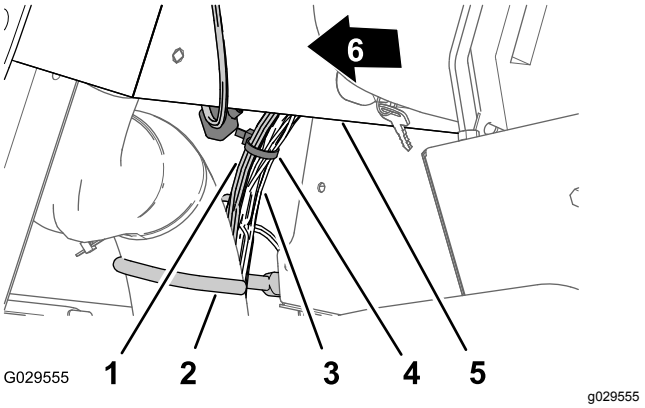

Figur 199
5. Ved siden af kablet og slangekrogen fastgøres 240 cm afgreningen af ledningsnettet til instrumentpanelet til maskinen med et kabelbånd (Figur 199).